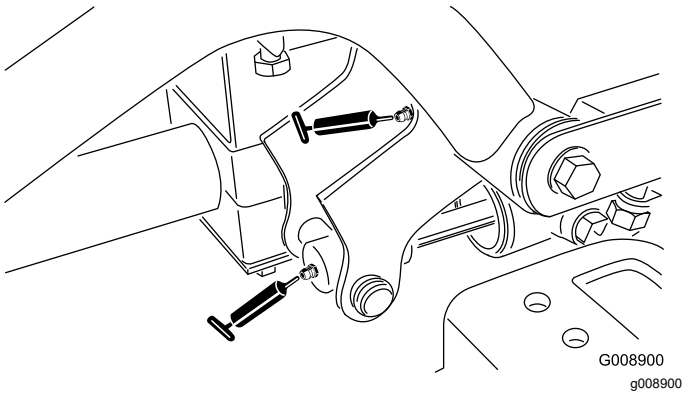

Figur 62
- Den främre högra lyftarmens svängpunkt och lyftcylinder (två nipplar – Figur 62)